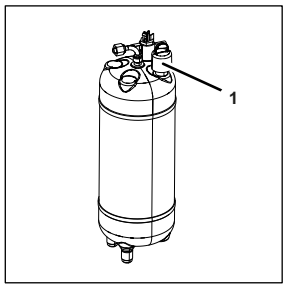

Fig. 24
1. Open the drain valve (Fig. 24/1) of the carbonator tank until liquid starts coming out of the drain valve (Fig. 24/1).